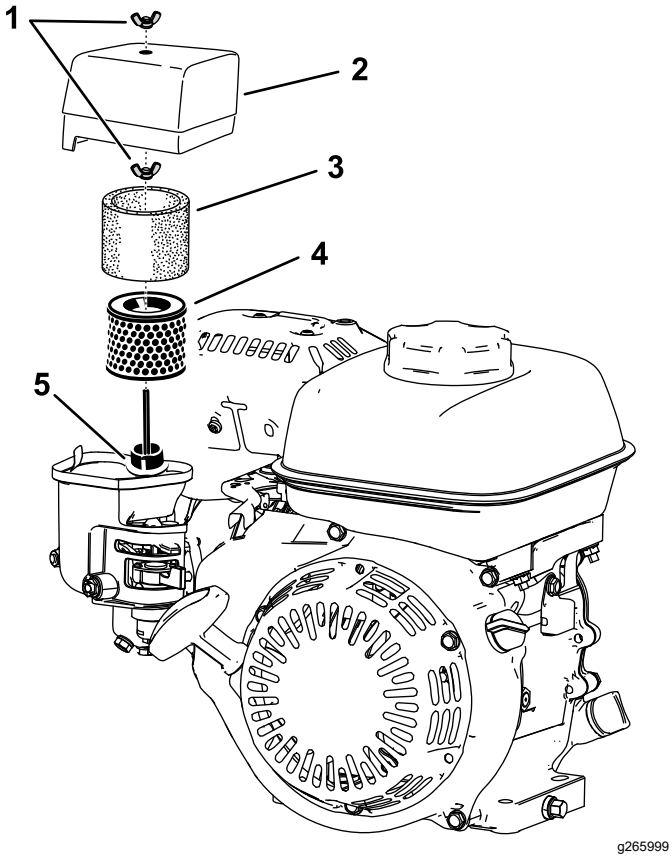

Figur 31
2. Ta bort vingmuttern som fäster luftrenarkåpan (Figur 31).